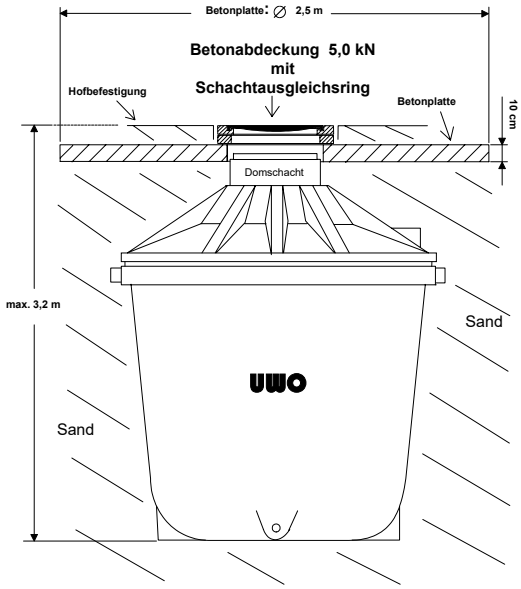

Bild 7
- Anfallende Verkehrslasten sind abzufangen und nicht auf den Tank zu leiten. (s. Bild 7)